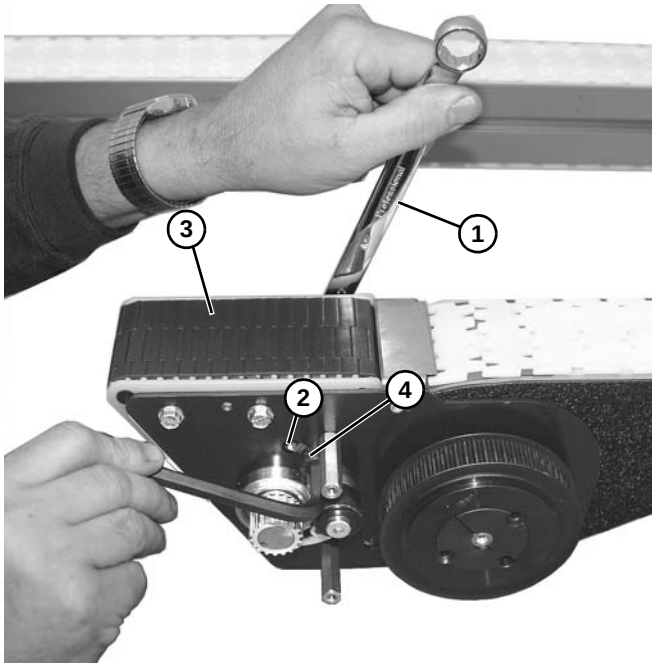

Figure 122
8. While holding onto nut with a wrench **(Figure 122, item 1)**, slide assembly within slot **(Figure 122, item 2)** to remove excess slack from belt **(Figure 122, item 3)**. Tighten hex head screw **(Figure 122, item 4)**.